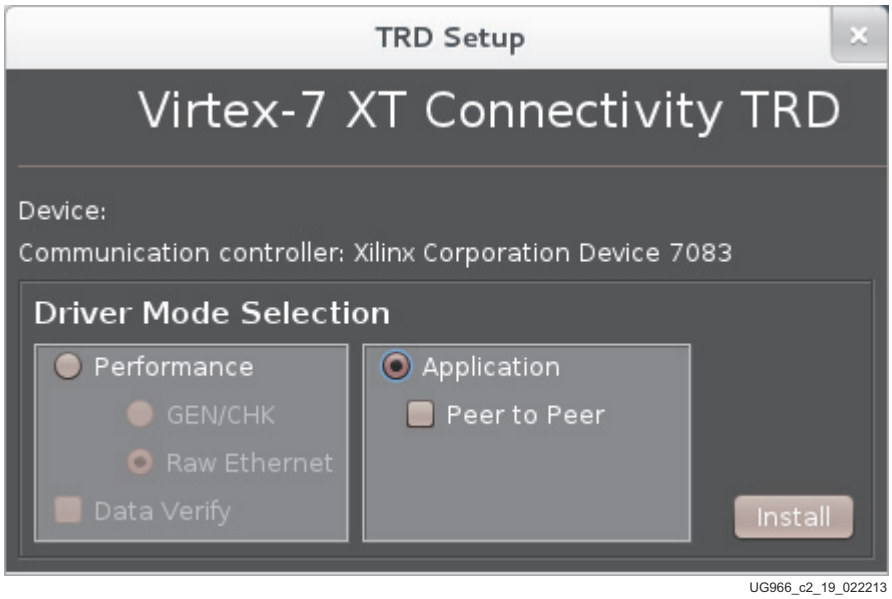

Figure 2-19: **Application Mode Driver Installation**
1. In the **Driver Mode Selection** area select **Application** (Figure 2-19).